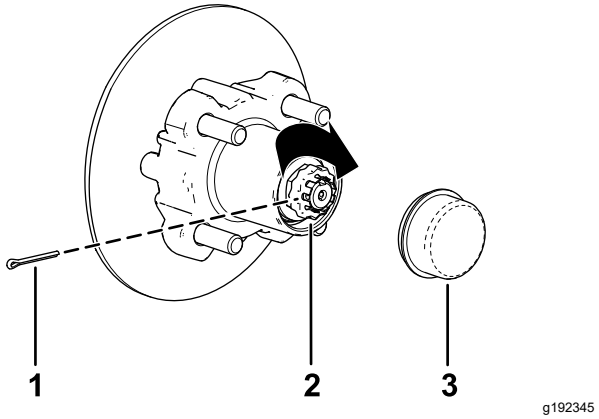

Figuur 38
8. Monteer de borgschroef over de moer en controleer de uitlijning van de sleuf in de schroef en de opening in de as voor de borgpen (Figuur 38).
9. Monteer de borgpen en plooi beide uiteinden rond de borgschroef (Figuur 38).
10. Plaats de stofkap op de naaf (Figuur 38).